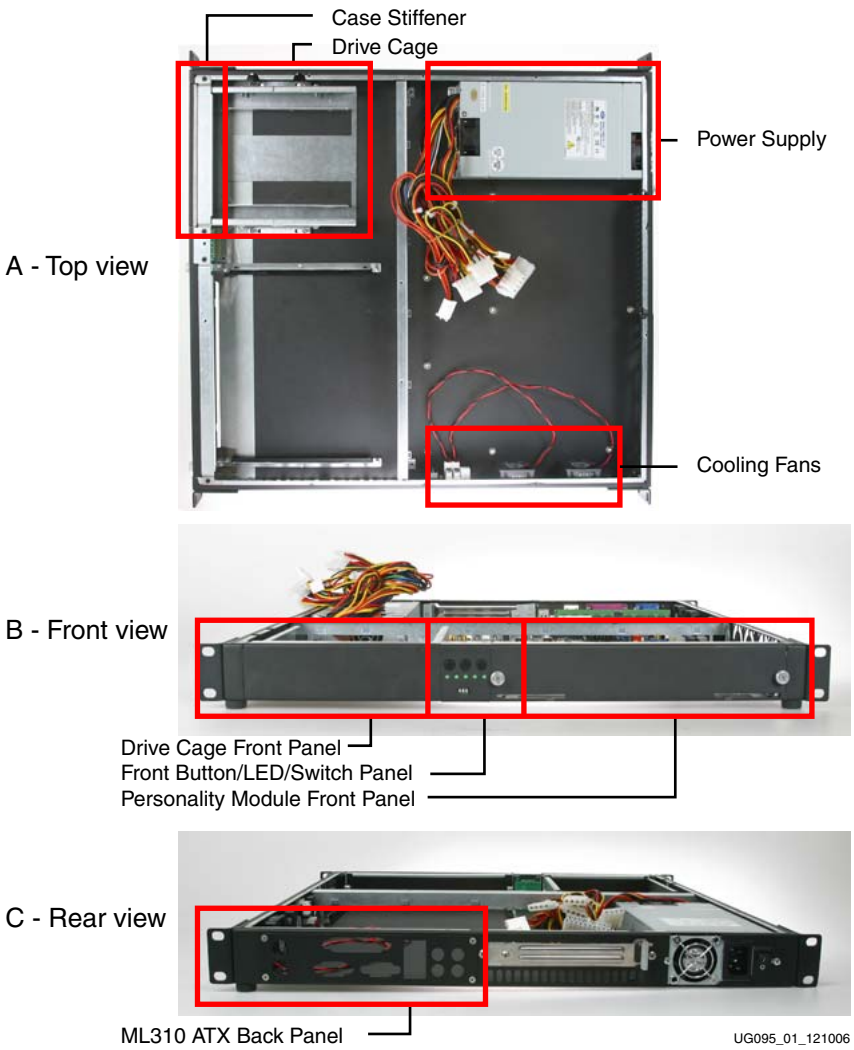

*Figure 1:* **Chassis with Installed Components**
Parts included in this package (Figure 1, page 9 and Figure 2, page 10):
2. Remove the personality module front panel (refer to Figure 1, page 9).
2. Remove the drive cage from the chassis by first removing the case stiffener and then the four screws that hold down the cage (refer to Figure 1, page 9).
1. Remove the drive cage from the chassis by first removing the case stiffener and then the four screws that hold down the cage (refer to Figure 1, page 9).